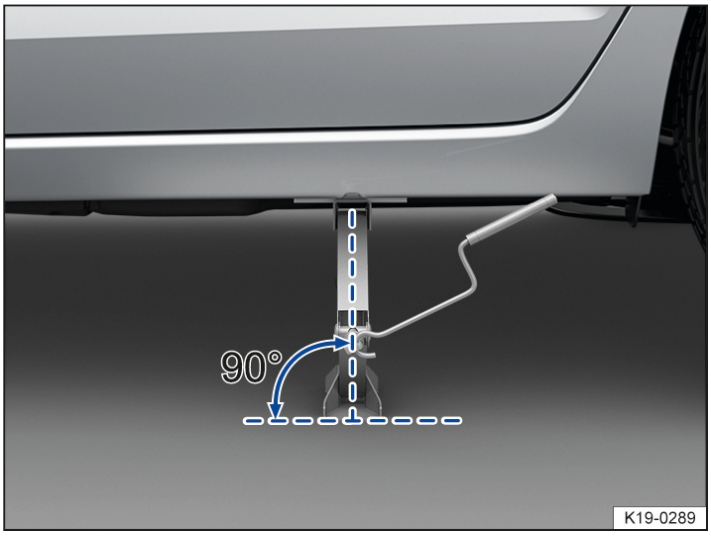
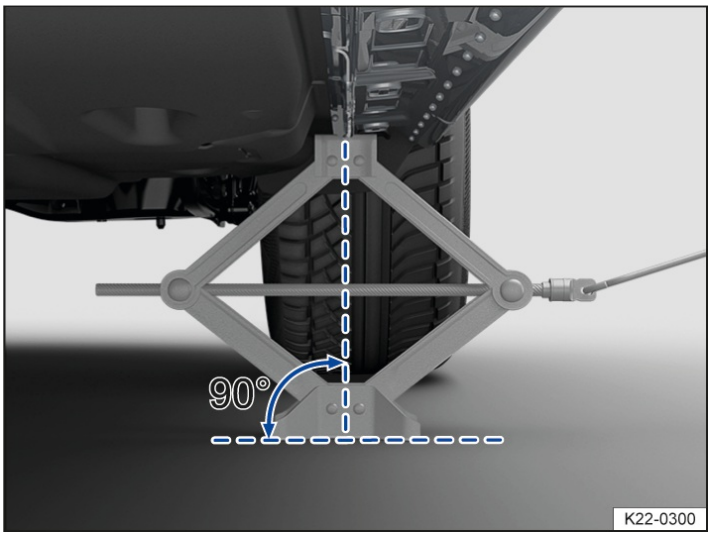
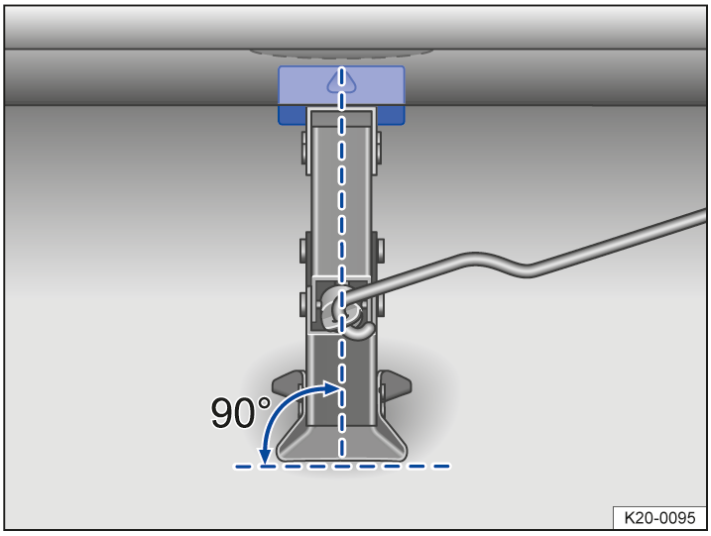
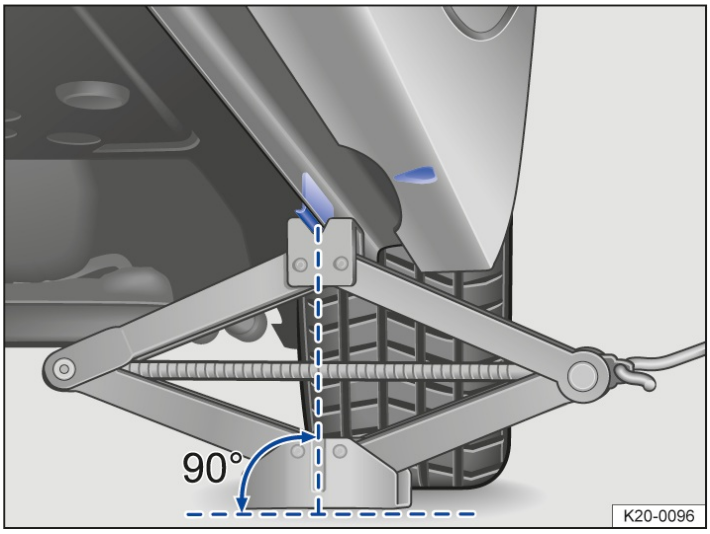

Fig. 3 Correct jack setup (variant 1).
Fig. 4 Jack positioned on the left side of the vehicle at the rear (variant 1).
Fig. 5 Correct jack setup (variant 2).
Fig. 6 Jack positioned on the left side of the vehicle at the rear (variant 2).
4. Make sure the entire base of the jack is seated securely on the ground and that the base of the jack is located exactly directly below the lift point → *fig. 3* and → *fig. 4* or → *fig. 5* and → *fig. 6*.
5. Straighten out the vehicle jack and continue raising the bracket on the top of the jack until the bracket is positioned on the vehicle lift point under the vehicle → *fig. 4* or → *fig. 6*.
- Only place the vehicle jack at the lift points described. The bracket on the vehicle jack must firmly grip the sill → *fig. 4* or → *fig. 6*.